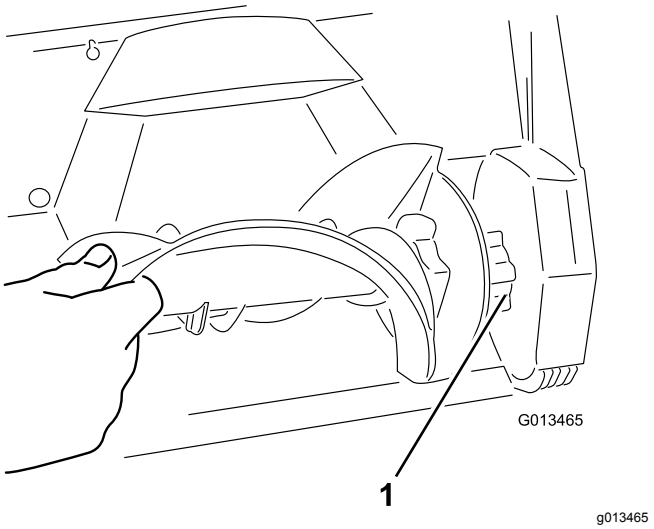

**Figure 17**
4. Install the new rotor by inserting the end of the rotor onto the fitted end in the housing and rotating the rotor until it snaps into place (Figure 17).